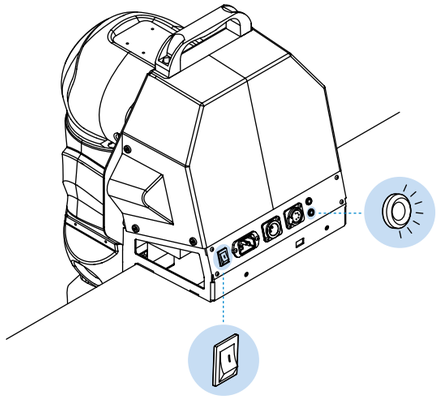

Рисунок 23.
18. Перевести кнопку питания кронштейна крепления Rooky в положение ВКЛ, проверить световую индикацию наличия входного питания (рисунок 23)